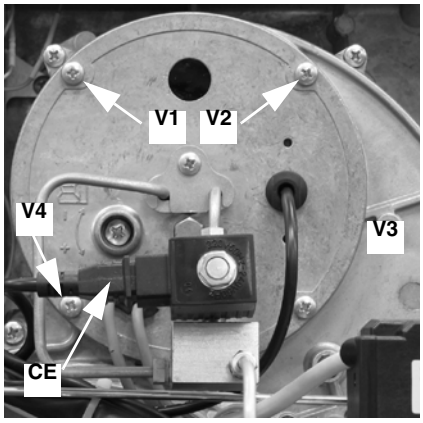

Fig. 41
- Remove the 4 screws **V1** - **V4** shown in Fig. 41.
- Reassemble the combustion head and tighten the 4 screws **V1** - **V4** (Fig. 41).